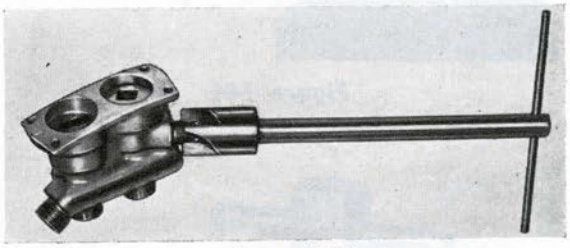

Figure 143
*3. Chase threads on nipples (Fig. 143). **(WE94, WE95)**